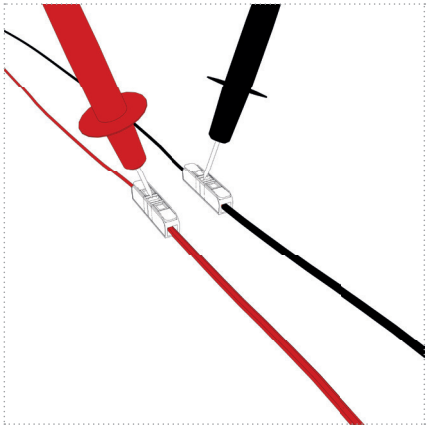

Figure 24
7. Reinsert/turn on the fuse for the UV unit's circuit and check for the correct mains voltage at the test openings of the connection terminals (Figure 24).